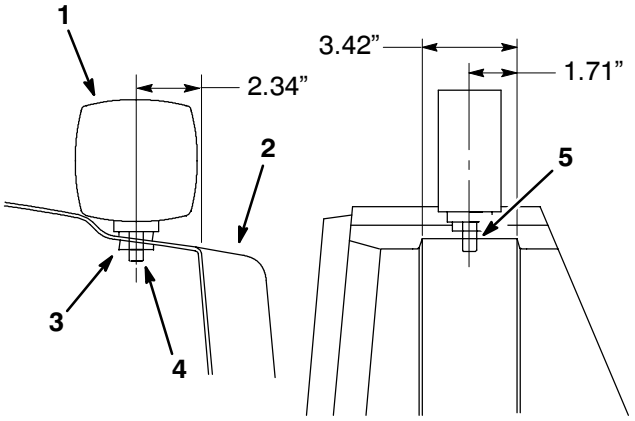

Figure 11
1. Locate, mark and drill two 33/64” (13 mm) holes in center shroud (Fig. 11).
2. Mount signal lamps loosely using two beveled washers on each lamp, one above and one below surface of shroud. Adjust beveled washers to square signal lamps (Fig. 11).
4. Connect 1/2” ring terminals from wiring harness to signal lamp mounting posts (Fig. 11).
7. Connect 1/2” ring terminals from wiring harness to signal lamp mounting posts (Fig. 11).